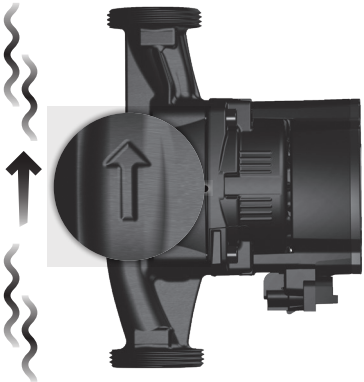

Рис. 2 Направление потока
1. Стрелки на корпусе насоса ALPHA1 L показывают направление потока жидкости (см. рис. 2).